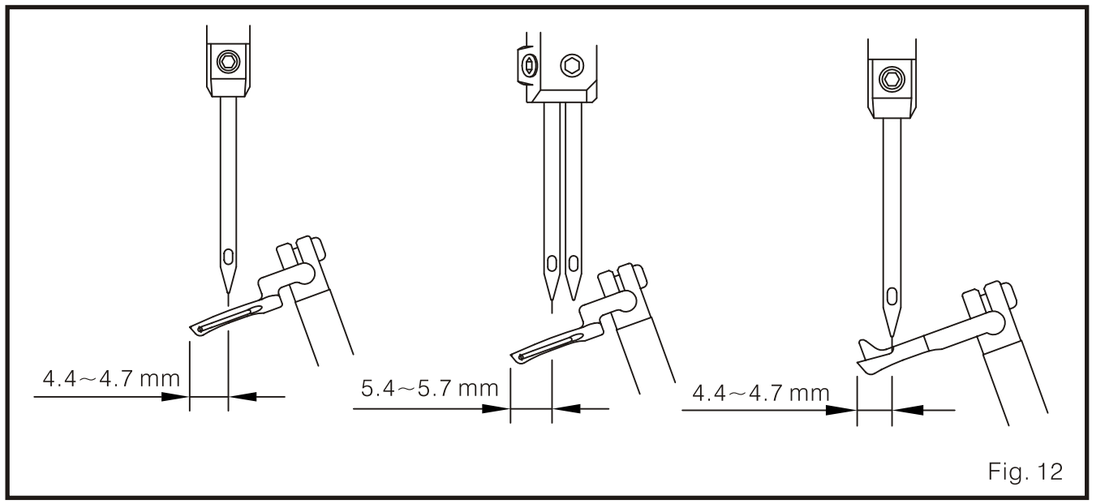

Fig. 12
1. La relación entre la aguja y el bucleador superior (Fig. 12)